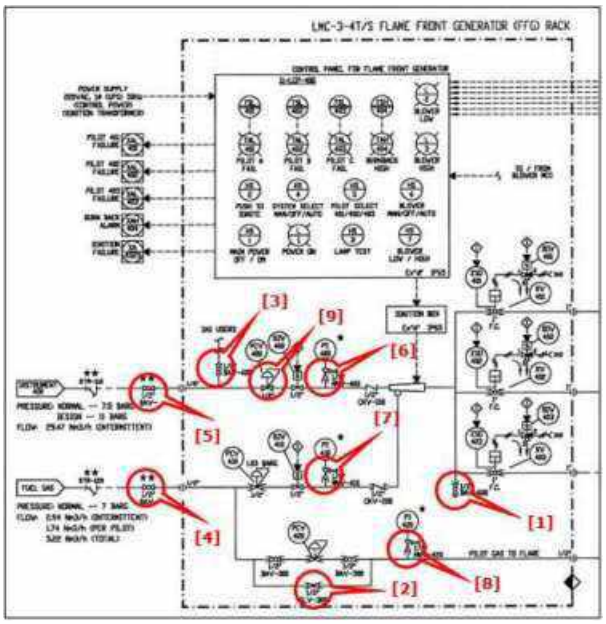
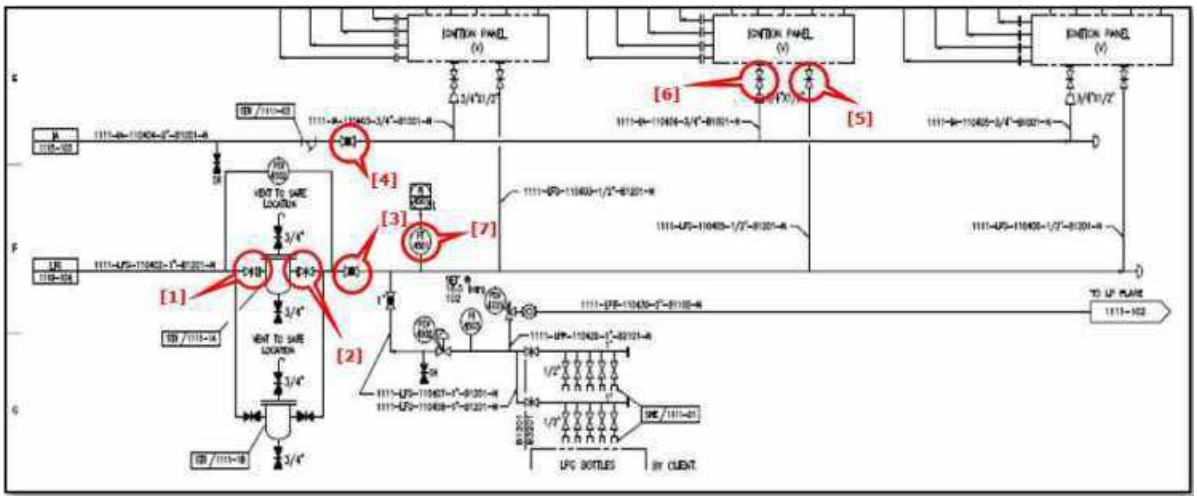

Figure 1 : Show the package P&ID for pilot ignition system
Figure 3 : Show the P&ID and valve location for low pressure flare
Field Operator (Check the position of valves, switches and instruments)	1.1 LFG to rack : Closed position (5) in figure 3. 1.2 Instrument air supply valves to rack : Closed position (6) in figure 3. 1.3 Drain valve : Closed position (1) in figure 1. 1.4 Pilot fuel gas bypass valves : Closed position (2) in figure 1. 1.5 Pressure gauge bleed valves : Closed position (3) in figure 1. 1.6 Pilot fuel gas on the LMC rack : Open position (4) in figure 1. 1.7 Instrument air on the LMC rack : Open position (5) in figure 1. 1.8 Pressure gauge isolation valves : Open position (6), (7), (8) in figure 1. 1.9 PCV-200 : Closed position (9) in figure 1. 1.10 PI-200 at 0 barg (6) in figure 1. 1.11 Ignition panel power switch in "Off" position. 1.12 System select switch in "Off" position. 1.13 Blower HOA switch in "Auto" position.
Field Operator	1.14 Open gate valve inlet (1) and outlet (2) filter 1" LFG line in figure 3. 1.15 Open globe valve 1" LFG line (3) in figure 3. 1.16 Open globe valve 2" instrument air line (4) in figure 3. 1.17 Open gate valve ½" LFG line to ignition panel (5) in figure 3. 1.18 Open gate valve ½" instrument air line to ignition panel (6) in figure 3. 1.19 Push lamp test to check lamp. △ 1.20 Connect hose for utility air at drain valve (1) in figure 1. △ 1.21 Open drain valve (1) in figure 1 for utility air purge pilot ignition. 1.22 Switch HS-1 (Main Power) at Local Control Panel to "On". 1.23 Switch HS-4 to "Hand". 1.24 Check pressure gauge LFG line (PI-210) and instrument air line (PI-200) 1.5 barg (7) in figure 3. 1.25 Switch HS-5 to 201 (pilot 1). 1.26 Push HS-2 to ignite and check pilot flame. 1.27 Wait for 30 sec. to allow the thermocouple on the pilot to confirm ignition. 1.28 Switch HS-5 to 202 (pilot 2). 1.29 Push HS-2 to ignite and check pilot flame. 1.30 Wait for 30 sec. to allow the thermocouple on the pilot to confirm ignition. 1.31 Switch HS-5 to 203 (pilot 3). 1.32 Push HS-2 to ignite and check pilot flame. 1.33 Wait for 30 sec. to allow the thermocouple on the pilot to confirm ignition.
Field operator (Check the position of valves, switches and instruments)	2.1 LFG to rack : Closed position (5) in figure 3. 2.2 Instrument air supply valves to rack : Closed position (6) in figure 3. 2.3 Drain valve : Closed position (1) in figure 1. 2.4 Pilot fuel gas bypass valves : Closed position (2) in figure 1. 2.5 Pressure gauge bleed valves : Closed position (3) in figure 1. 2.6 Pilot fuel gas on the LMC rack : Open position (4) in figure 1. 2.7 Instrument air on the LMC rack : Open position (5) in figure 1. 2.8 Pressure gauge isolation valves : Open position (6), (7), (8) in figure 1. 2.9 PCV-200 : Closed position (9) in figure 1. 2.10 PI-200 at 0 barg (6) in figure 1. 2.11 Ignition panel power switch in "Off" position. 2.12 System select switch in "Auto" position. 2.13 Blower HOA switch in "Auto" position.
Field operator	2.14 Open gate valve inlet (1) and outlet(2) filter 1" LFG line in figure 3. 2.15 Open globe valve 1" LFG line (3) in figure 3. 2.16 Open globe valve 2" instrument air line (4) in figure 3. 2.17 Open gate valve ½" LFG line to ignition panel (5) in figure 3. 2.18 Open gate valve ½" instrument air line to ignition panel (6) in figure 3. 2.19 Push lamp test to check lamp. 2.20 Switch HS-1 (Main Power) at Local Control Panel to "On". 2.21 Switch HS-4 to "Auto". 2.22 Check pressure gauge LFG line (PI-210) and instrument air line (PI-200) 1.5 barg (7) in figure 3. 2.23 Stand by for confirm ignition and check pilot flame.